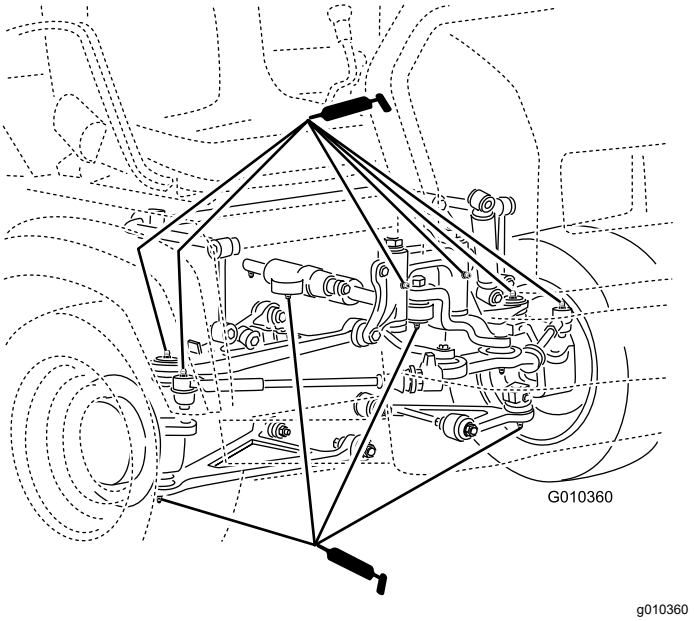

**Figura 29**
- **Articulaciones esféricas (4)**; consulte Figura 29
- **Tirantes (2)**; consulte Figura 29
- **Soportes de giro(2)**; consulte Figura 29
- **Cilindro de dirección (2)**; consulte Figura 29